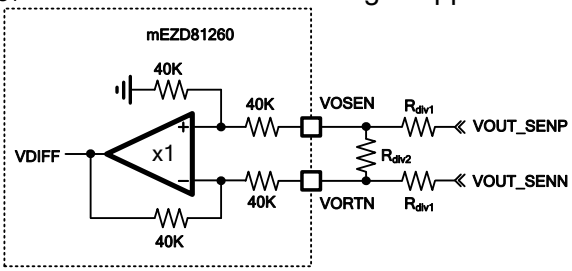

Figure 2. Output Divider Connections when Remote Sense is Applied
When V_{OUT}>1.52V, the output voltage must be divided to the reference voltage within 0.25-1.52V. Figure 2 shows the typical connections for V_{OUT}>1.52V and remote sensing is applied.
VOUT_SENP and VOUT_SENN are from the load and must be routed as a differential pair on quite areas. Use equation (2) to calculate the voltage divider ratio in Figure 2.